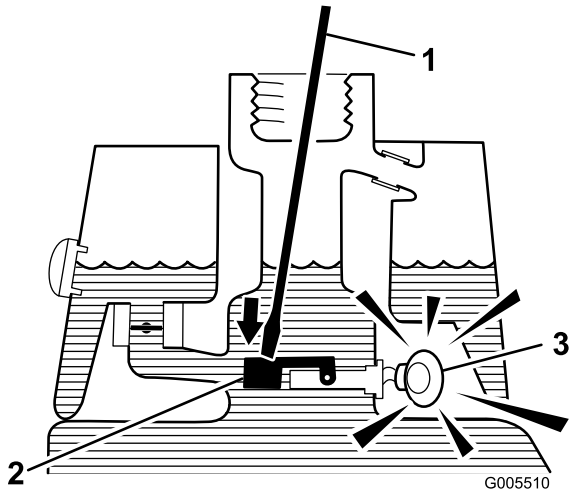

**Figuur 27**
3. Steek een schone staaf of schroevendraaier in de vulbuis en druk de vlotter voorzichtig naar beneden (Figuur 27). Na één seconde moet het alarm klinken.